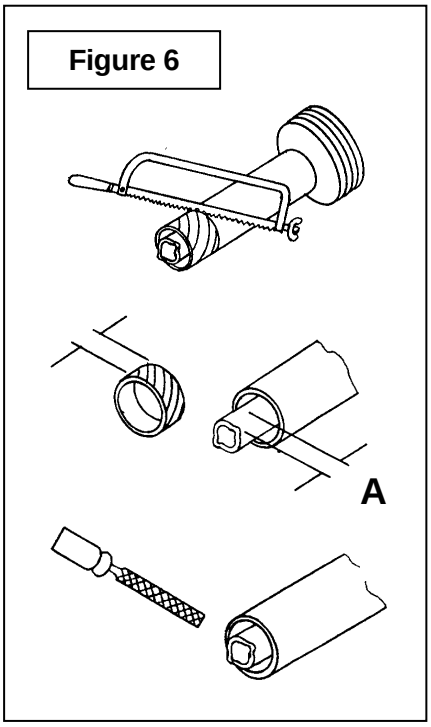

Figure 6
5. Cut the guard a second time leaving the same distance between the end of the guard and the end of the shaft as existed before. To obtain the proper distance "A" shown on figure 6 cut the guard according to the following table: